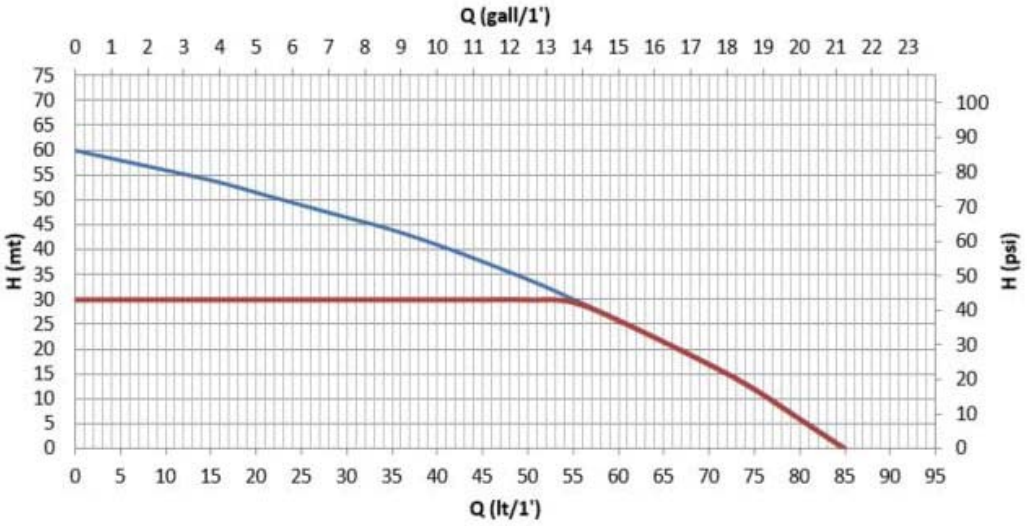

Fig. 2
Le graphique de la Fig.2 illustre la courbe des prestations hydrauliques. L'inverseur module automatiquement la vitesse de rotation de l'électropompe, lui permettant ainsi de dépasser selon les besoins son point de travail sur une partie quelconque de la zone située sous sa courbe, afin de maintenir la constance de la valeur de pression paramétrée (SP). La courbe en rouge montre le comportement du système avec réglage (setpoint =point de consigne) à 3,0 bar (43.5 psi).